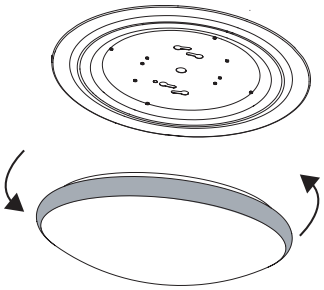

figure 6
5. Installer le diffuseur et tourner jusqu'à ce qu'il soit verrouillé (figure 6).